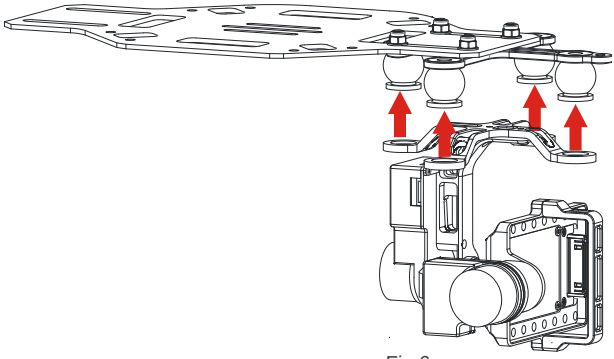

Fig.6
5. Monter la plaque inférieure et la nacelle sur la base via la plaque supérieure voir Fig.6.